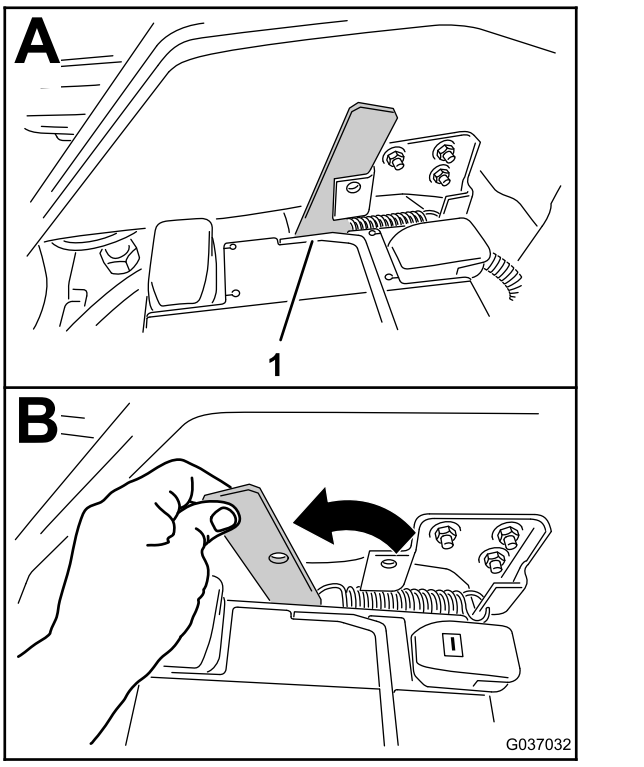

Rysunek 3
3. Przesuń uchwyt do przodu, aby odblokować podest od ramy maszyny (Rysunek 3).